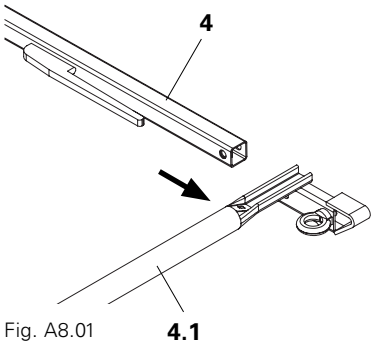

Fig. A8.01
1. Desserrer les vis pointeau et enlever le contreventement (4.1) du garde-corps d'about (4). (Fig. A8.01)